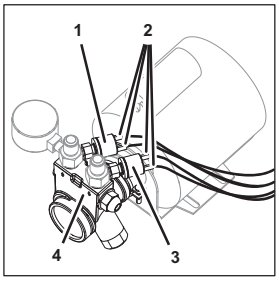

Fig. 42
1. Disconnect the plugs (Fig. 42/2) from the input pressure switch (Fig. 42/3) or the output pressure switch (Fig. 42/1).
2. Turn the input pressure switch (Fig. 42/3) or the output pressure switch (Fig. 42/1) and remove from the carbonator pump (Fig. 42/4).
3. Apply Loctite to the input pressure switch (Fig. 42/3) or the output pressure switch (Fig. 42/1).
4. Attach the new input pressure switch (Fig. 42/3) or the new output pressure switch (Fig. 42/1) to the carbonator pump (Fig. 42/4) by turning it.
5. Connect the plugs (Fig. 42/2) to the input pressure switch (Fig. 42/3) or the output pressure switch (Fig. 42/1).